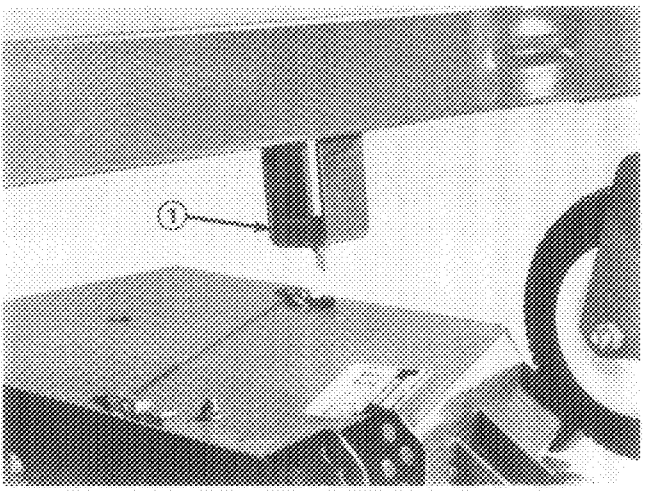

Figure 35
4. Check to make sure front height-of-cut pins are resting properly on frame cushions (Fig. 35). If pins are not resting properly, place a shim or shims under cushion to raise it for proper alignment.